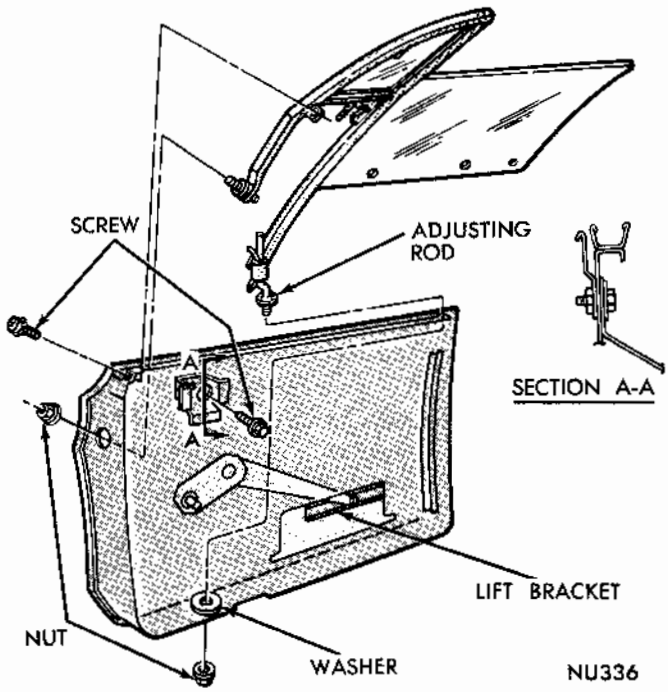

Fig. 12 - Glass Replacement
(1) Remove nut and washer from end of division bar adjusting rod (Fig. 12).
(2) Remove vent frame to belt spacer reinforcement screw.
(3) Remove vent wing adjusting stud to upper hinge nut assembly and vent wing to belt attaching screw.